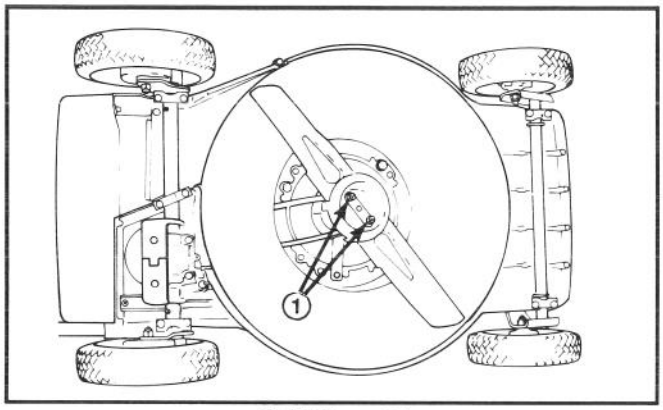

Abbildung 21
3. Den Mäher auf die linke Seite kippen (Abb. 21). Das Messer nicht drehen, da es sonst Startprobleme geben könnte.
5. ENTFERNEN DES MESSERS—Das Endstück des Mähmessers mit einem Lappen oder einem dicken Handschuh anfassen. Entfernen Sie 2 Gegenmuttern, 2 Unterlegscheiben, Schutzpfanne und Messer (Abb. 21 & 23).